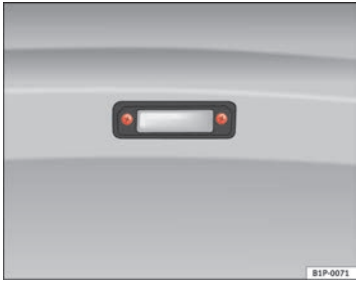

Fig. 178 Registration light
– To remove the tulip-shaped fitting, unscrew the bolts ⇒ fig. 178.